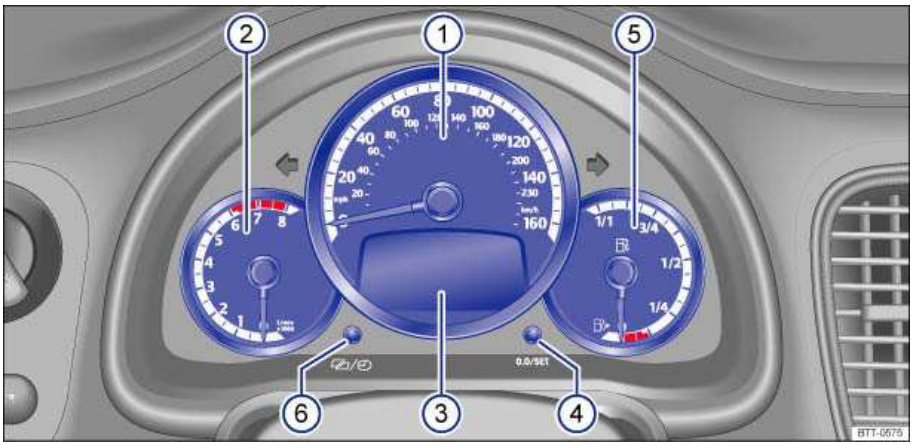

Fig. 12 Instrument cluster in the instrument panel.
Instrument explanations ⇒ fig. 12:
Depending on the vehicle model, different information may be shown in the instrument cluster display ⇒ fig. 12 (3).